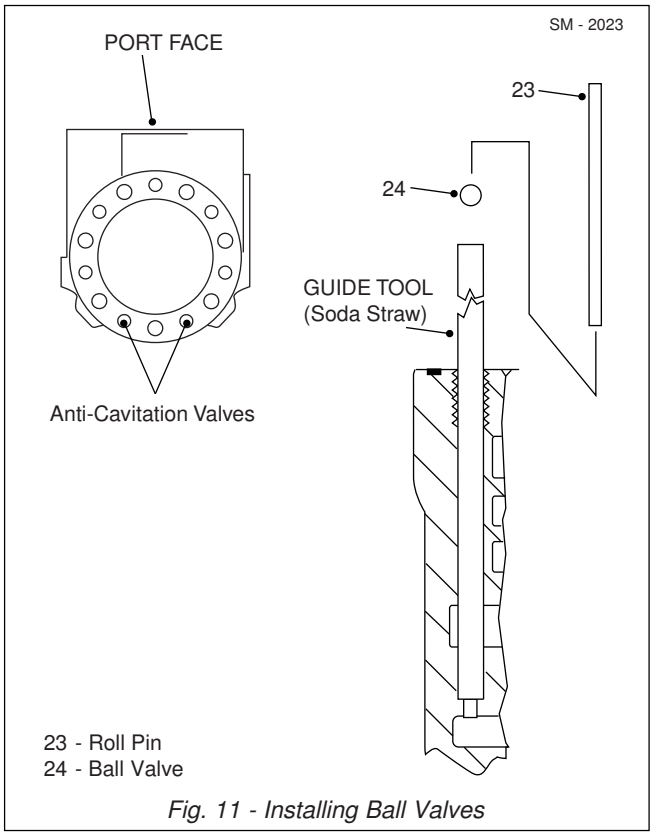

Fig. 11 - Installing Ball Valves
1. Use a soda straw as a guide tool to insert the roll pin (23) and ball valve (24) into the anti-cavitation valve ports. Insert soda straw into anti-cavitation valve bore. Drop ball valve (24) through straw into bore. Remove straw and drop roll pin (23) into bore. Repeat for second anti-cavitation valve bore. Refer to Fig. 11.